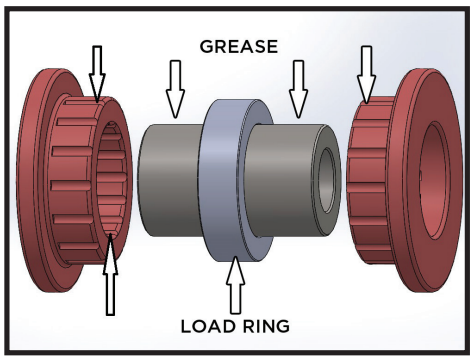

**FIG.1**
**7.** Before installing your new upper control arms, care must be taken to grease the bushings (liberally) prior to installing assembly. Failure to grease properly will cause premature bushing wear and increased noise. **[FIGURE 1]**